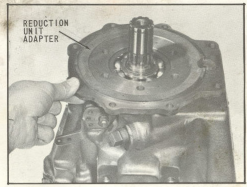

Fig. 22 Assembling Reduction Adapter
6. Remove the reduction unit adapter (Fig. 22). Tap gently on the exposed edges of reduction unit adapter while exerting a pull until adapter is free of snap fit on bearing O.D.
14. Install the reduction unit adapter on rear of the transmission case locating on the outer diameter of bearing (Fig. 22).